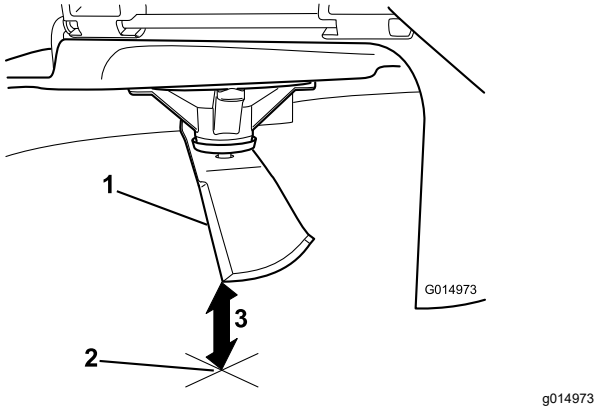

Rysunek 65
3. Zmierz odległość od końcówki ostrza do płaskiej powierzchni (Rysunek 65).